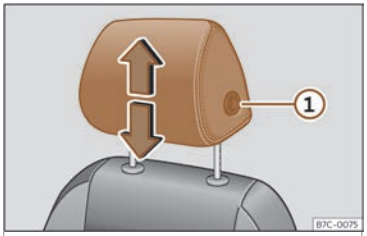
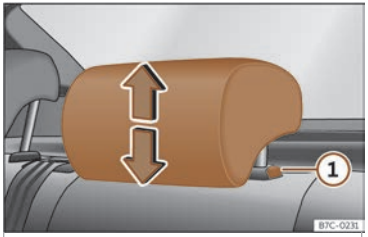

Fig. 98 Asento dianteiro:regulación do repousacabezas.
Fig. 99 Repousacabezas traseiro:regulación do repousacabezas.
mesma acción, premendo o botón lateral ① ››› fig. 98››› fig. 99 .